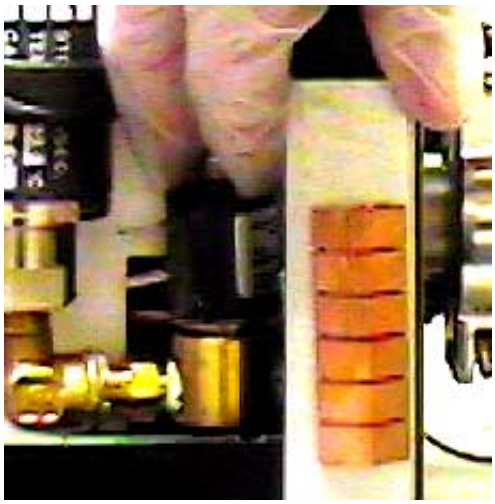

Figure 4-18 Placement of Plunger Assembly into Coil
3. Turn the coil and plunger assembly over, place it into the cal leak valve block, and hold it upright. (Figure 4-18).